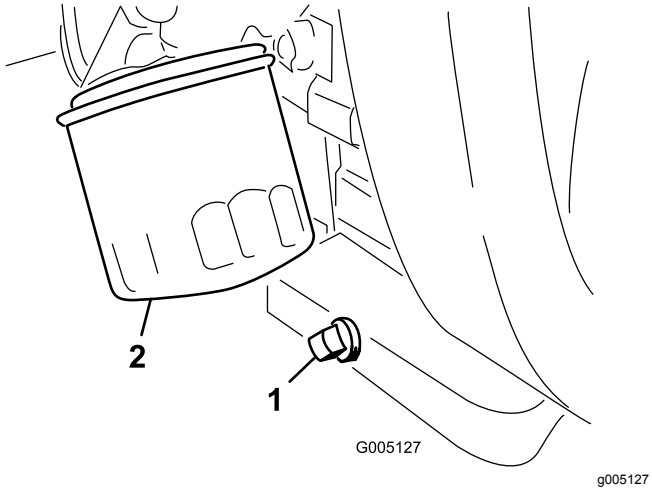

Figura 33
1. Retire el tapón de vaciado (Figura 33) y deje fluir el aceite a un recipiente apropiado.
2. Limpie las roscas del tapón de vaciado, aplique sellador de PTFE, e instale el tapón de vaciado (Figura 33).
3. Retire el filtro de aceite (Figura 33).